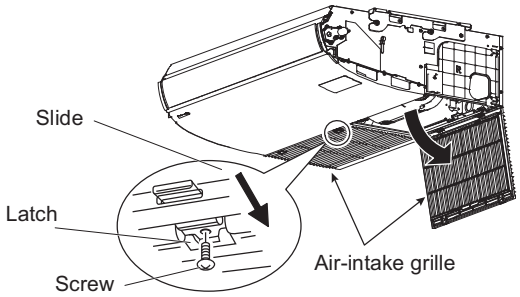

Fig. 8-36
(1) Remove the screw, and slide the latch to open the air-intake grille. (Fig. 8-36)